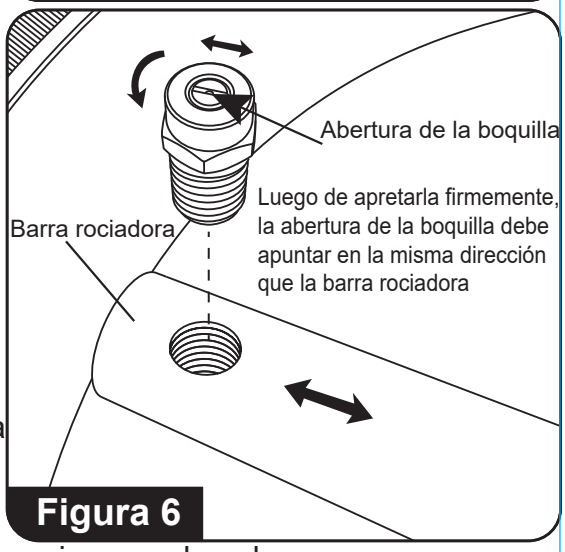

Figura 6
8. Vuelva a instalar las boquillas de la barra rociadora. Apriete firmemente. Alinee la abertura de la boquilla, como se muestra en la Figura 6.